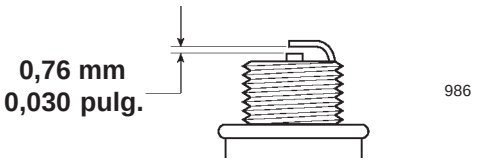

Figura 32
4. Impostate la luce della nuova candela come illustrato in Figura 32.